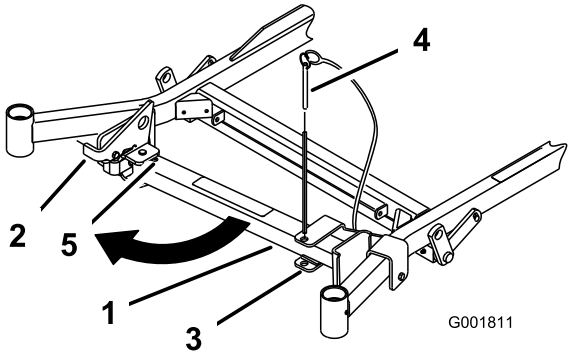
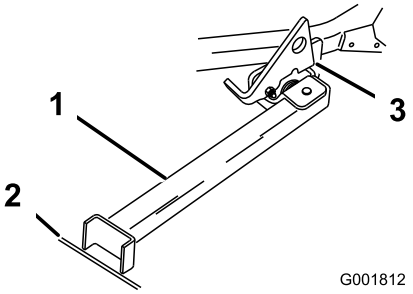

Figur 34
Figur 35
2. Fjern beslagpinden (Figur 34).
3. Hæv klinken. Sving standens fod ud fortil, og skub standen mod maskinen, ind nederst i rillen (Figur 34 og Figur 35).
6. Placer standen fod på jorden, og lad klinken hvile på drejetappen (Figur 35).
Bemærk: Det bedste resultat opnås, hvis standens fod placeres i en revne i fortovet eller i plænen (Figur 35).
8. Kør op på standen. Stands, når klinken falder over tappen i låst position (Figur 35). Aktiver parkeringsbremsen, og sluk motoren, når maskinen er oppe på standen.
7. Sæt den tilbage til hvileposition (Figur 34).